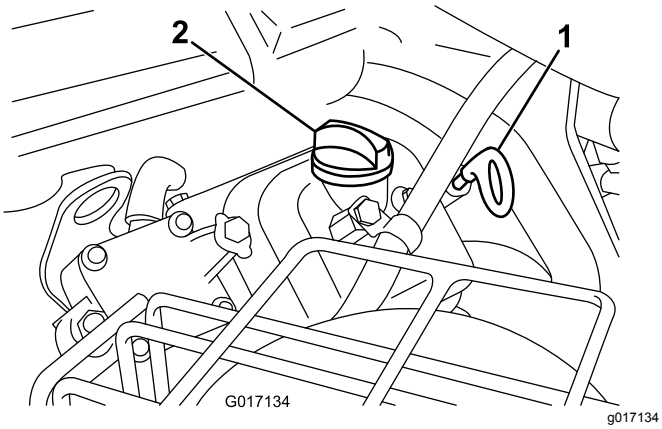

Figur 38
2. Ta ut peilestaven og tørk den med en ren fille. Sett peilestaven inn i røret, og pass på at den når helt ned (Figur 38).